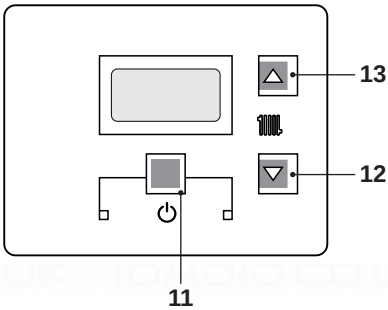
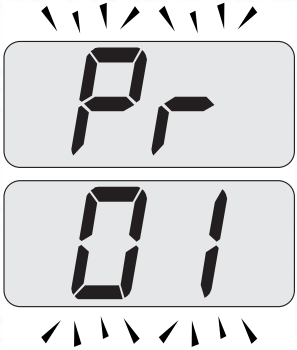
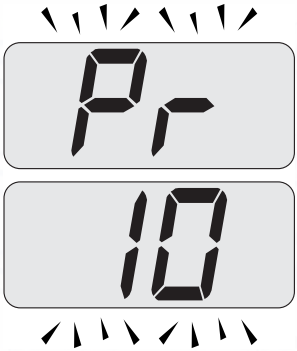

Fig. 7.31
Fig. 7.32
Fig. 7.33
- Enter the "programming mode" by pressing keys 11 - 12 - 13 (Fig. 7.31) for 10 seconds at the same time until the letters **Pr** that alternate with code **01** are displayed on the LCD display, indicating that "parameter 01"(Fig. 7.32) has been activated.
- Scroll the various parameters using keys 12 or 13 until the letters **Pr** that alternate with code **10** are displayed on the LCD display, indicating that "parameter 10"(Fig. 7.33) has been activated.
- Press keys 11 and 13 (Fig. 7.31) at the same time until the value of parameter 10 (30=180 seconds) is displayed on the LCD display (Fig. 7.34).
- By pressing key 11 (Fig. 7.31) confirmation of the inserted value is obtained.
- Press keys 11 and 12 (Fig. 7.31) at the same time to exit without changing the value (return to the parameters list Fig. 7.33)
- Press keys 11 - 12 - 13 (Fig. 7.31) at the same time for 10 seconds to exit the "programming mode".